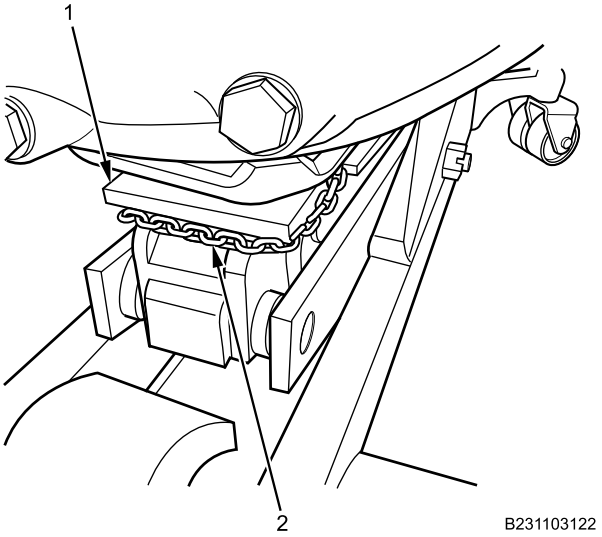

Figure 19. Hoist Lever Chain.
4. Position hoist lever chain (Figure 19, Item 2) under front section of floor jack lift plate bracket (Figure 19, Item 1).